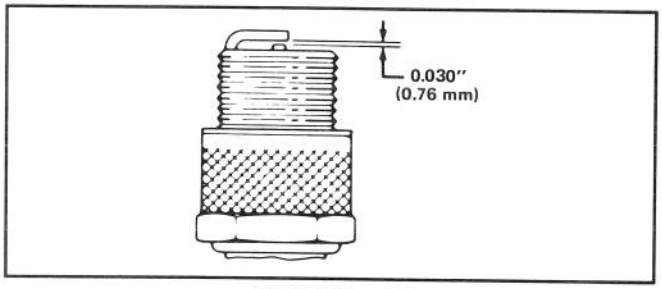

Afbeelding 17
3. Stel de elektrodenafstand af op 0,76 mm (Afb. 17). Installeer de juiste bougie en pakking en draai de bougie stevig vast tot 20 N·m.